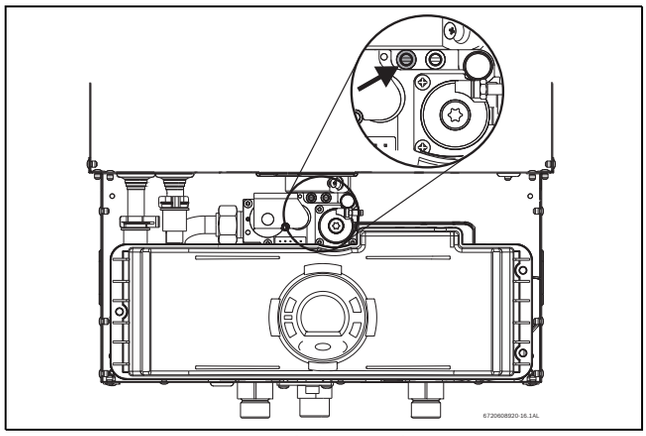

Fig. 41 Gas pressure test port (left tapping)
- Remove front cover and locate inlet gas pressure test port (see Fig.41).